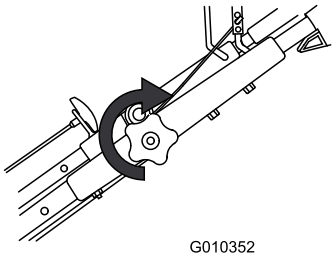

**Figur 20**
3. Stram den øverste håndtagsknap så meget som muligt (Figur 20).